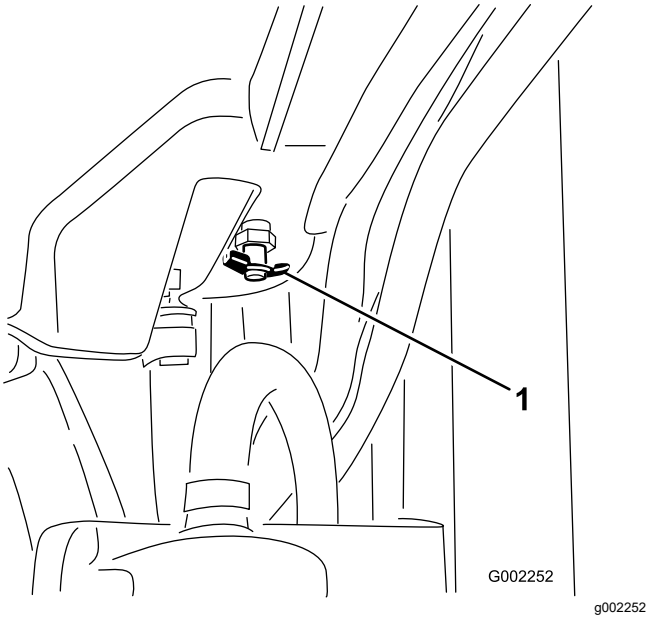

Figur 104
4. Öppna tömningsventilen och låt kylvätskan rinna ned i kärlet (Figur 104).
5. Stäng tömningsventilen (Figur 104).